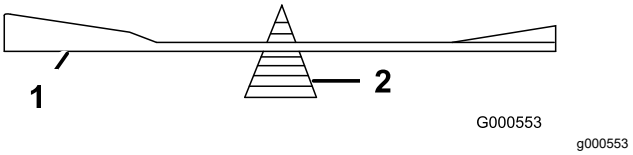

Figura 69
2. Verificai echilibrul lamei aezând-o pe dispozitivul de echilibrare a lamei (Figura 69).